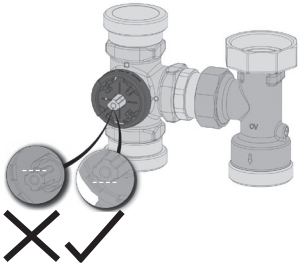

Fig. 17
3. Contrôler l'alignement du boisseau de la vanne. Le méplat du boisseau doit être orienté vers le bas et aligné horizontalement (fig. 17). Dans cette position, l'aller est fermé par le boisseau de la vanne.